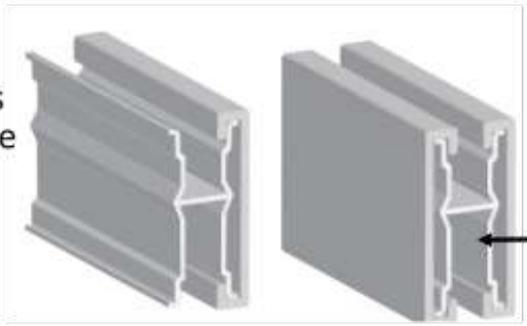

Fig. 8
5. Deslice las cubiertas del riel inferior sobre el riel inferior de aluminio como se muestra (ver Fig. 8). Coloque el riel inferior ensamblado sobre los soportes inferiores con el canal más profundo hacia abajo.